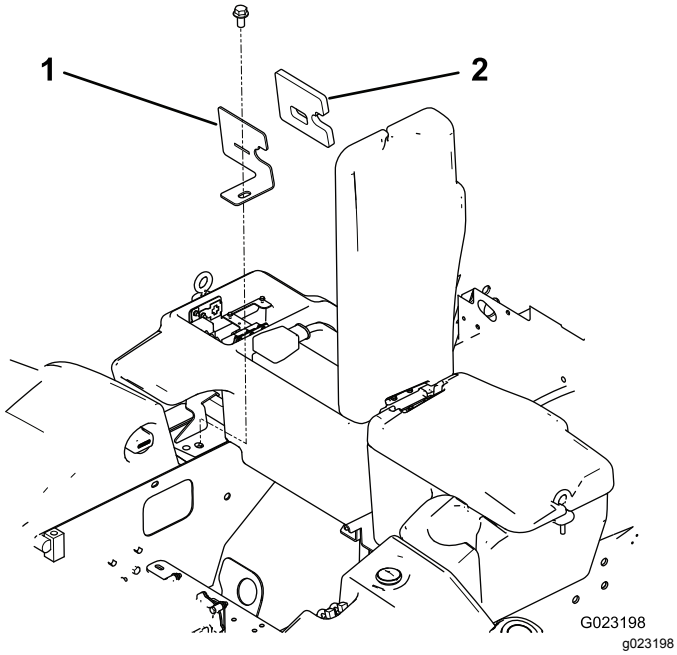

図 23
1. コンパートメントクランプとシールを機体に固定しているフランジヘッドねじを外す図 23。
6. コンパートメントクランプとシールを機体に固定するフランジヘッドねじを使用する図 23。